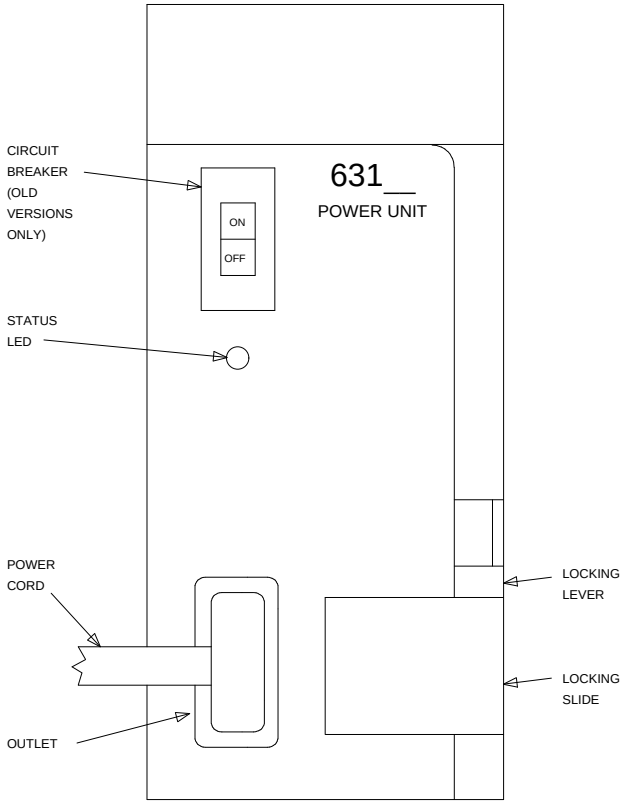

Figure 2-9. 631-Type Power Unit
17. Connect the power cords to the power units. The power cords are the white cables equipped with plugs that are run through the slots in the front of each carrier (see Figure 2-9).